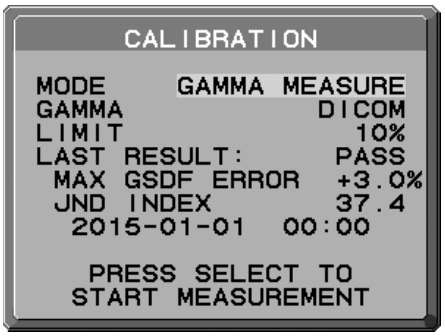

Figure D.1
2. Utilisez les touches « GAUCHE » et « DROITE » pour sélectionner la MESURE GAMMA pour le MODE de sélection **(Figure D.1)**.